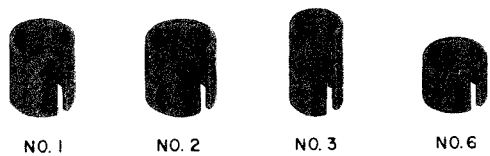

Fig. 10 — Binding Post Insulators
4.05 Binding post insulators are open-ended fibre insulators for use on binding posts to prevent accidental contacts. These insulators are designated No. 1, 2, 3, and 6, and are shown in Fig. 10. Binding post insulators have a red enamel finish, for use on SSM and SSP circuits and natural for other uses.
- No. 1 insulators, Fig. 10, are for use on binding posts having ⅜-inch hexagonal nuts, and on 7T fuses.
- No. 2 insulators, Fig. 10, are for use on binding posts having 7/16-inch hexagonal nuts, and on 7A fuses.
- No. 3 insulators, Fig. 10, fit the screw binding posts of BD, BE and BF cable terminals.
- No. 6 insulators, Fig. 10, are for use on terminations of the alarm and contactor circuits in T pressure contactor-terminals and 3-pair gas-tight terminals.